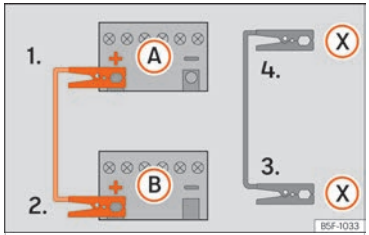

Fig. 196 Esquema de connexió per a vehicles amb sistema Start Stop.
Els cables d'arrencada només s'hauran de connectar seguint l'ordre **1 > 2 > 3 > 4** ››› fig. 196.
Vehicles amb sistema Start-Stop: emborneu un extrem del cable negre d'emergència (X) a un terminal de massa adequat, a una peça de metall massissa que vagi caragolada al bloc motor o al mateix bloc motor ››› fig. 196.
5. Emborneu l'altre extrem del cable *negre* d'emergència (X) al vehicle amb la bateria descarregada, a una peça de metall massissa que vagi caragolada al bloc motor o al mateix bloc motor però el més allunyat possible de la bateria **A**.